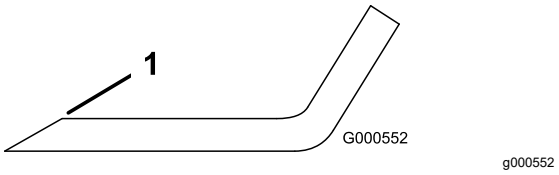

Figura 68
1. Folosii o pilă pentru a ascui marginea de tăiere la ambele capete ale lamei (Figura 68).
Notă: Dacă lama nu este echilibrată, pilii numai din capătul suprafeei velice (Figura 68).